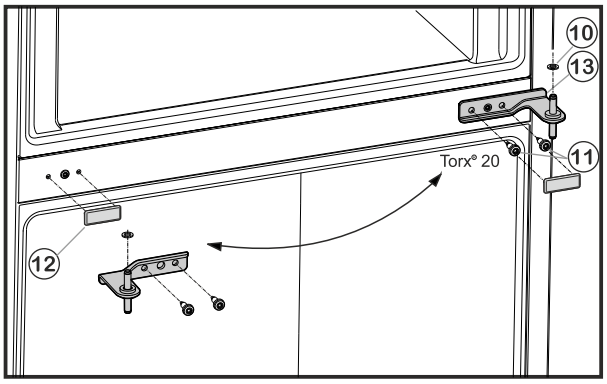

Fig. 6
- ▶ Deșurubați șuruburile de fixare *Fig. 6 (11)* (2 x Torx® 20) și extrageți suportul lagărului din centru din ușa inferioară.
- ▶ Demontați șaiba din plastic *Fig. 6 (10)*.
- ▶ Desprindeți cu precauție capacul *Fig. 6 (12)*.
- ▶ Așezați capacul *Fig. 6 (12)* din nou pe latura opusă.
- ▶ Introduceți bolțul central al suportului *Fig. 6 (13)* rotit cu 180° în ușa inferioară și înșurubați-l ferm cu șuruburile de fixare *Fig. 6 (11)* (2 x Torx® 20) pe noua parte a șarnierei **(cu 4 Nm)**.
- ▶ Așezați la loc șaiba din plastic *Fig. 6 (10)*.
- ▶ Așezați ușa superioară pe bolțul central al suportului *Fig. 6 (13)*.